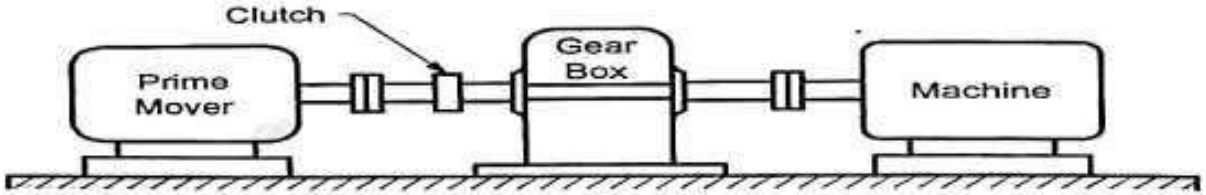

Fig. 5.1 : Gear Box
- The gear box (Fig. 5.1) consists of one or more gear pairs of same or different type.